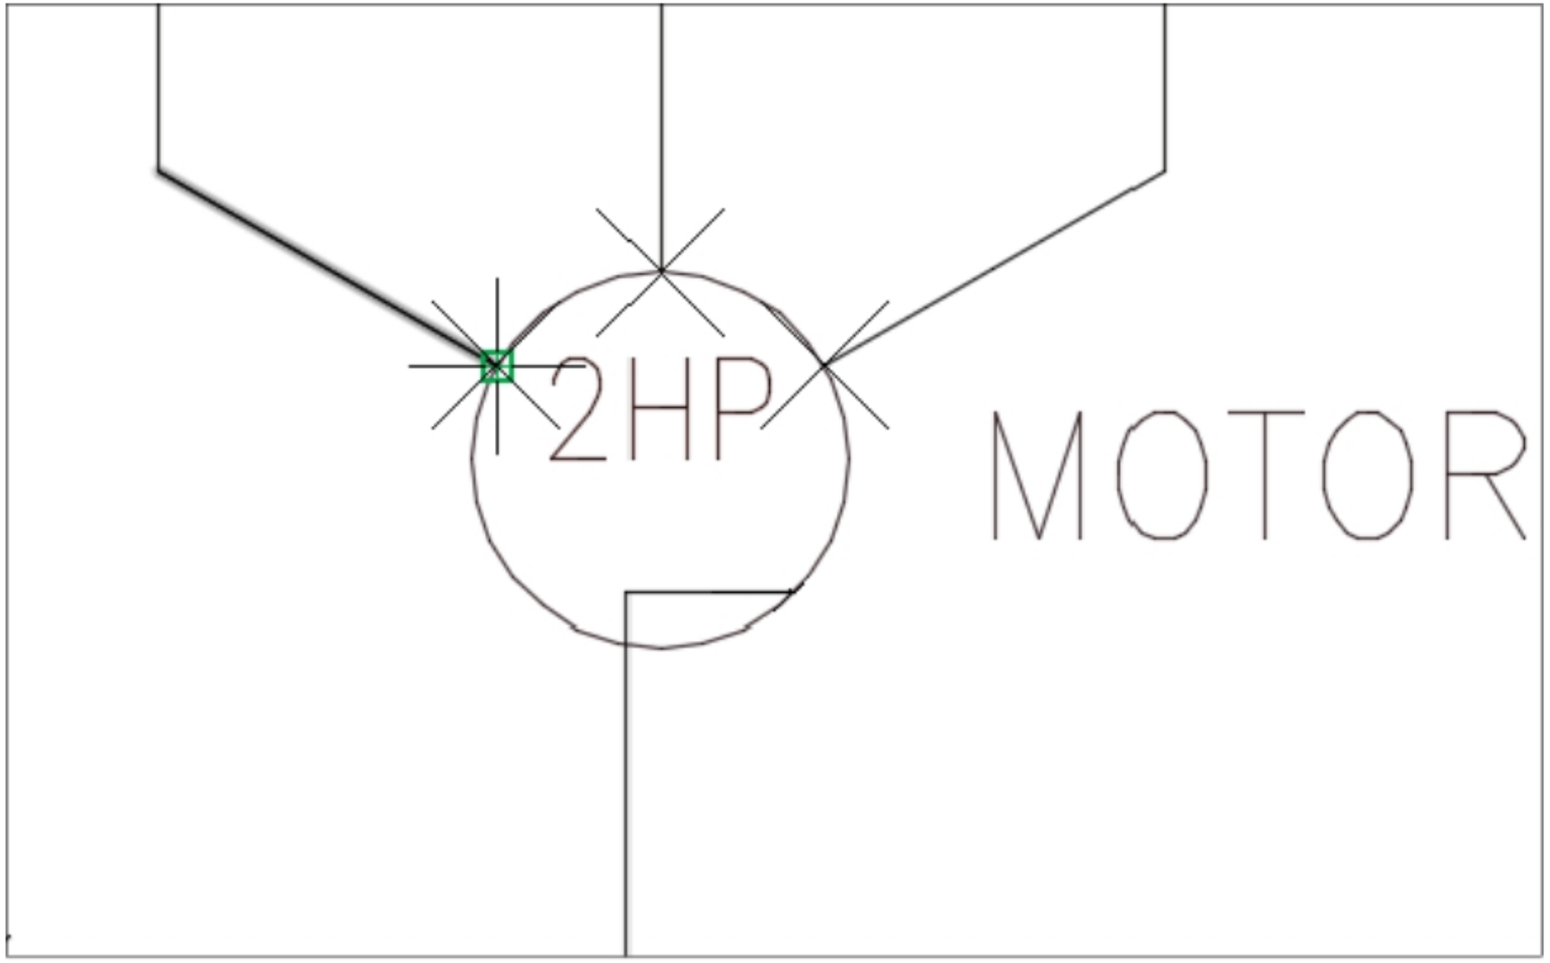

Figure-8. Jumper points selected
- Click on the **Pick** button from the dialog box. You are asked to select the jumper points on the component; refer to Figure-8. Note that you can select the terminals directly from the dialog box but in that case you will not be able to identify the wire